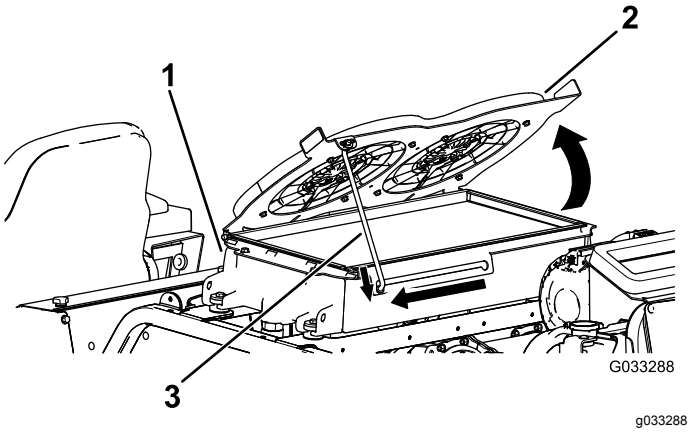

Figur 122
2. Rikta hydraulsystemets kylfläktar uppåt och fäst stöttan i skåran (Figur 122).